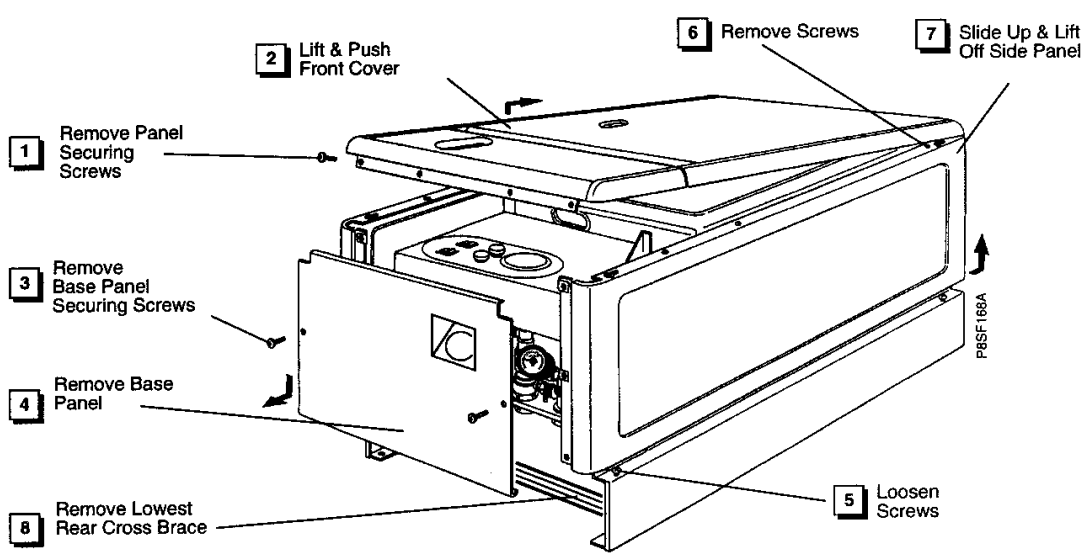

Fig. 13
**Note:** The Puma combination boiler range is fitted with a diverter valve design which has a manual operation lever to aid filling. To ease filling of the pump manifold an air bleed valve is fitted to the diverter and must be opened during filling until water flows out. The valve should then be closed. See Fig.13.
a) Remove the white front case as follows; undo the two securing screws at the base of the panel, pull the base of the panel forward approx. 50mm and lift off the supporting top hooks. (See Fig. 13)